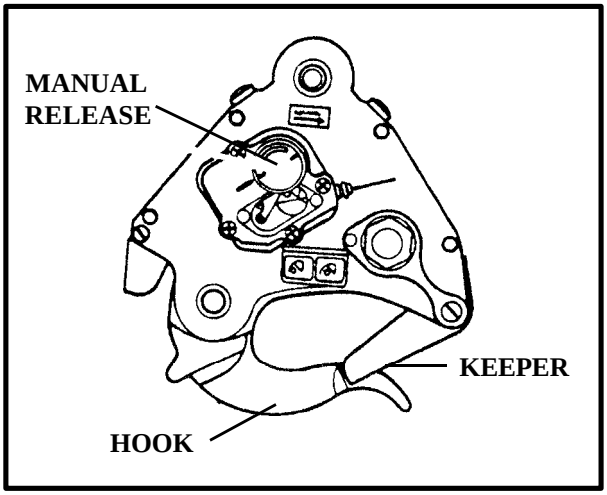

*Figure 2-15. H-47 Forward and Aft Cargo Hooks*
**(3)** The forward and aft cargo hook (Figure 2-15) maximum capacity when used to carry individual single-point loads is 17,000 pounds; however, loads that weigh 7,000 to 10,000 pounds are normally carried on the center cargo hook. Normally, the two hooks are used together to carry a dual-point (tandem) load and the maximum load weight capacity is 25,000 pounds. The aircrew can open the forward or aft cargo hook electrically or manually from inside the aircraft. A manual release knob is located on the right-hand side of either cargo hook. In an emergency, the ground crew can rotate the manual release knob counterclockwise to open the cargo hook.